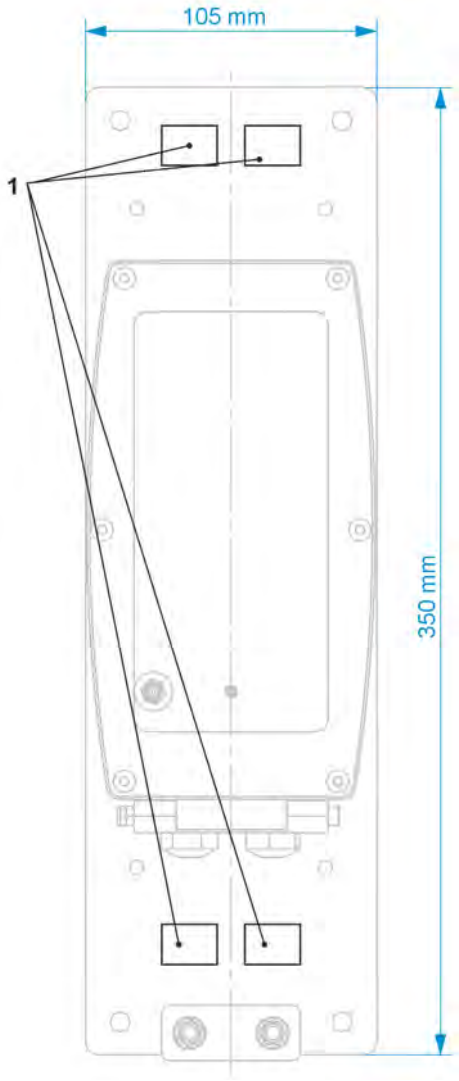

Fig. 24-2 Fixation au mât à l'aide de colliers de serrage
- Paroi arrière du boîtier montée sur la plaque de montage *ZMS0 176* (épaisseur 3 mm) ; plaque de montage fixée à un mât à l'aide de colliers (ouvertures, voir Fig. 24-2, pos. 1) (voir Fig. 24-2)